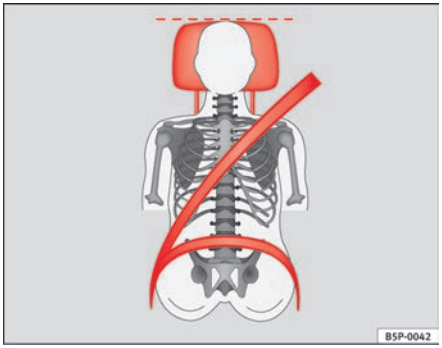

**Fig. 13 Correct belt web and head restraint positions, viewed from front**
- **The shoulder part of the seat belt must lie on the centre of the shoulder, never across the neck. The seat belt must lie flat and snugly on the torso ⇒ page 25, fig. 13.**